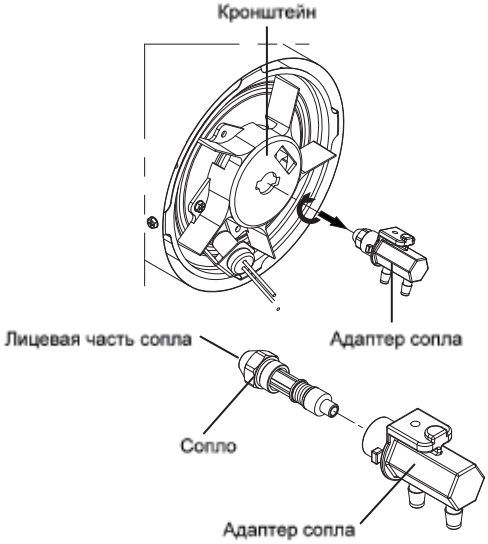

Рис. 16
6.Выкрутите из адаптера сопло гаечным ключом 5/8” (рис. 16);